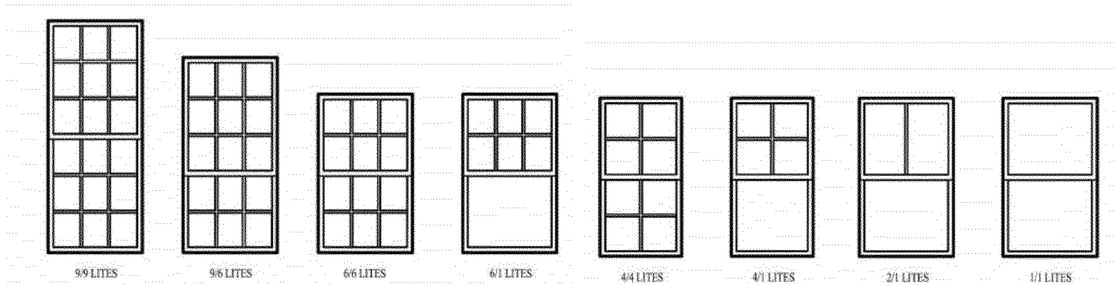

*Figure 21*
4. Windows and window lites shall be square or vertical in proportion. Windows shall be configured with 9/9, 9/6, 6/6, 6/1, 4/4, 4/1, 2/1, or 1/1 lites. Muntins shall be true divided light or simulated divided light. See Figure 21.